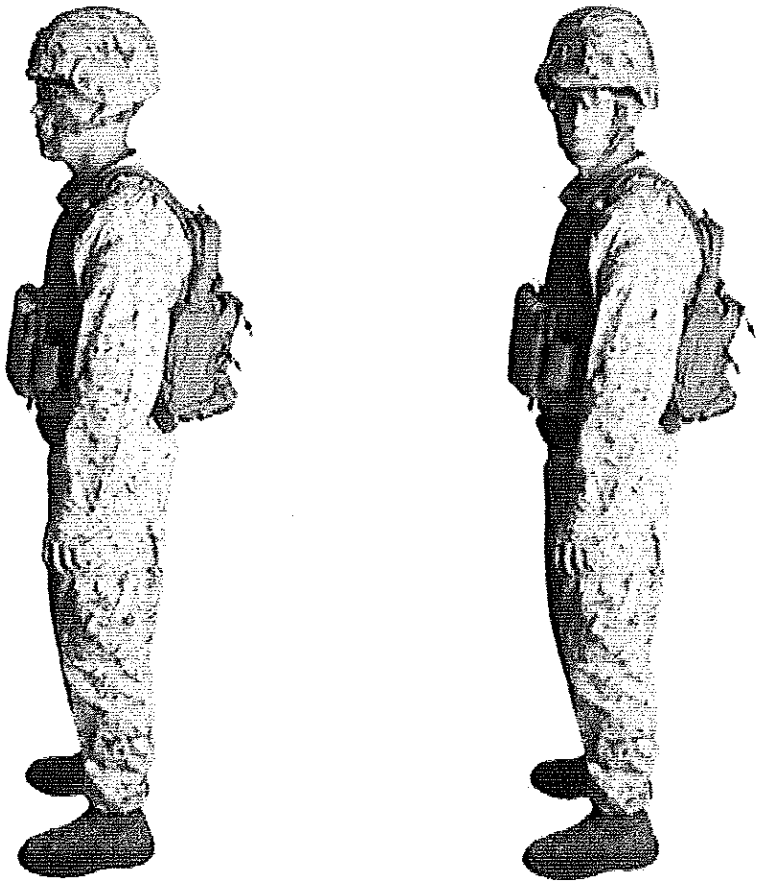

Figure 7-2. Identify the Threat.
1. Turn the head toward the threat and identify it. Then, maintain focus on the threat for the rest of the presentation (see fig 7-2).